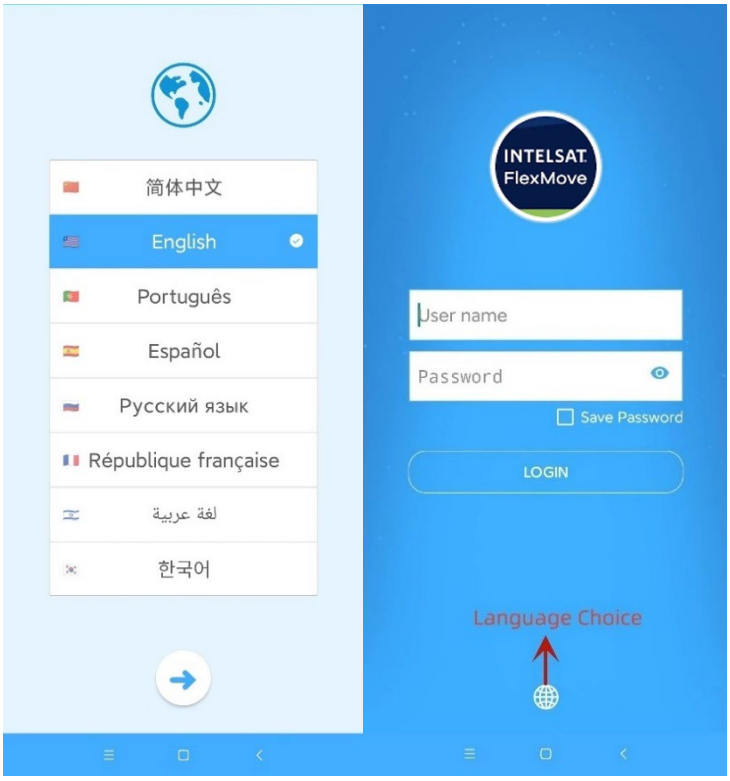

Figure 7-1 **Figure 7-2**
1. Select the language to use according to the APP prompt (when first using) or the language selection button on the login interface, as shown in Figure 7-1 and Figure 7-2.